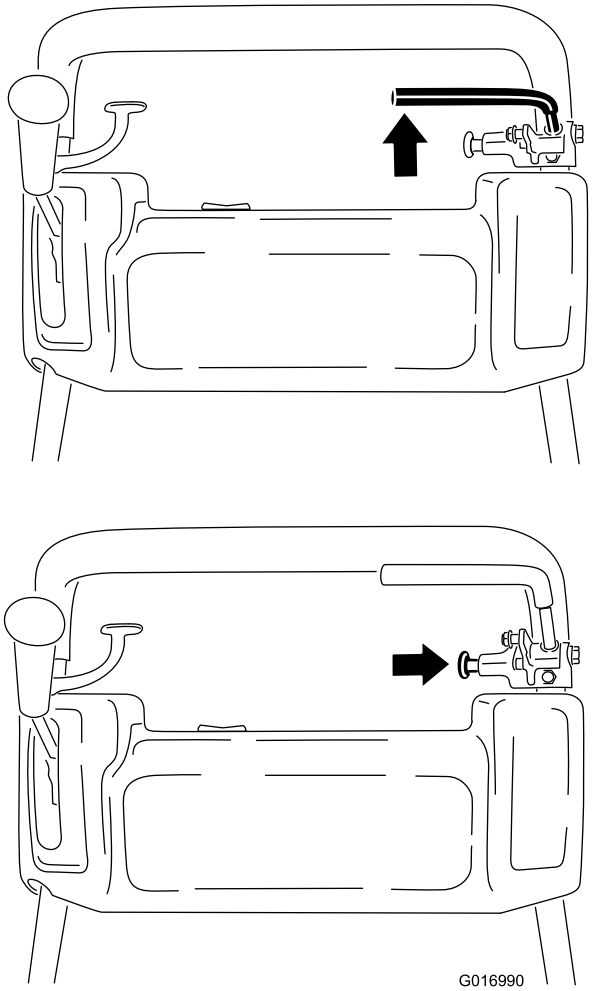

**Figur 34**
1. Ansätt driftsbromsen, tryck in knoppen på parkeringsbromsen och låt driftsbromsen vila på parkeringsbromsstiftet (Figur 34).